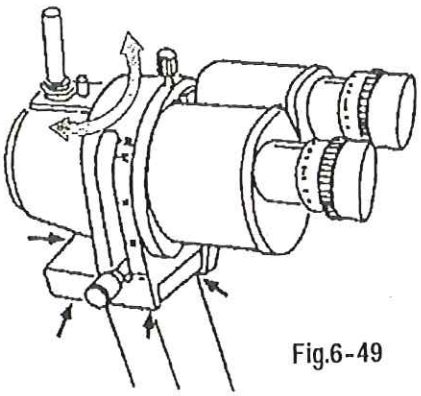

Fig.6-49
Advance to (8).(See Fig.6-49.)
Loosen three of four microscope set screw completely. Then,loosen the remaining screw slightly,and adjust the direction of the whole microscope to the right or left slightly After completion of adjustment,tighten four set screws temporarily,then advance to (8).(See Fig.6-49.)
(8)After completion of adjustment,recheck if the focus of the microscope meets the standard in the procedure shown in (1). Repeat adjustment until both the focus and direction of the microscope meet the standards.